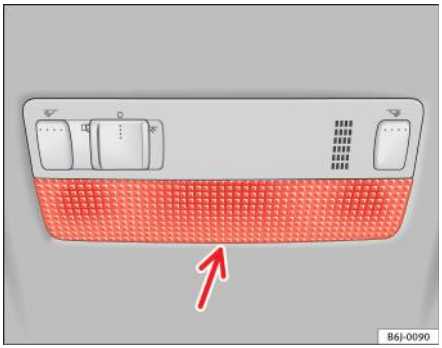

Fig. 147 Lampa de lectură din față
– Introduceți o şurubelniță subțire între carcasă şi capacul din sticlă ⇒ fig. 147.